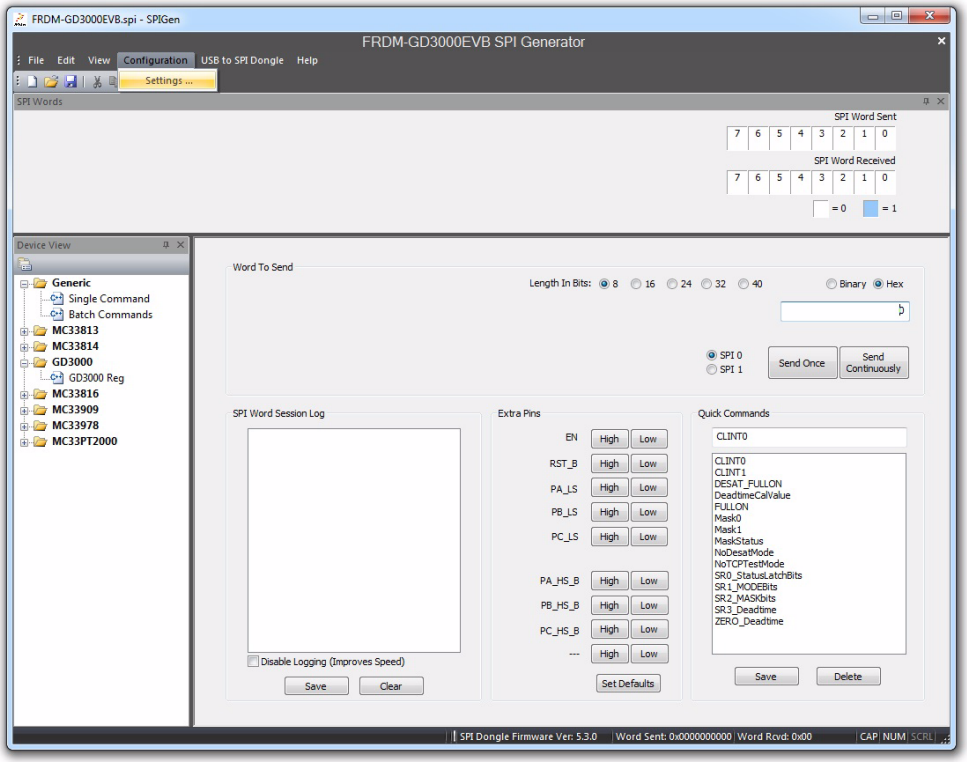
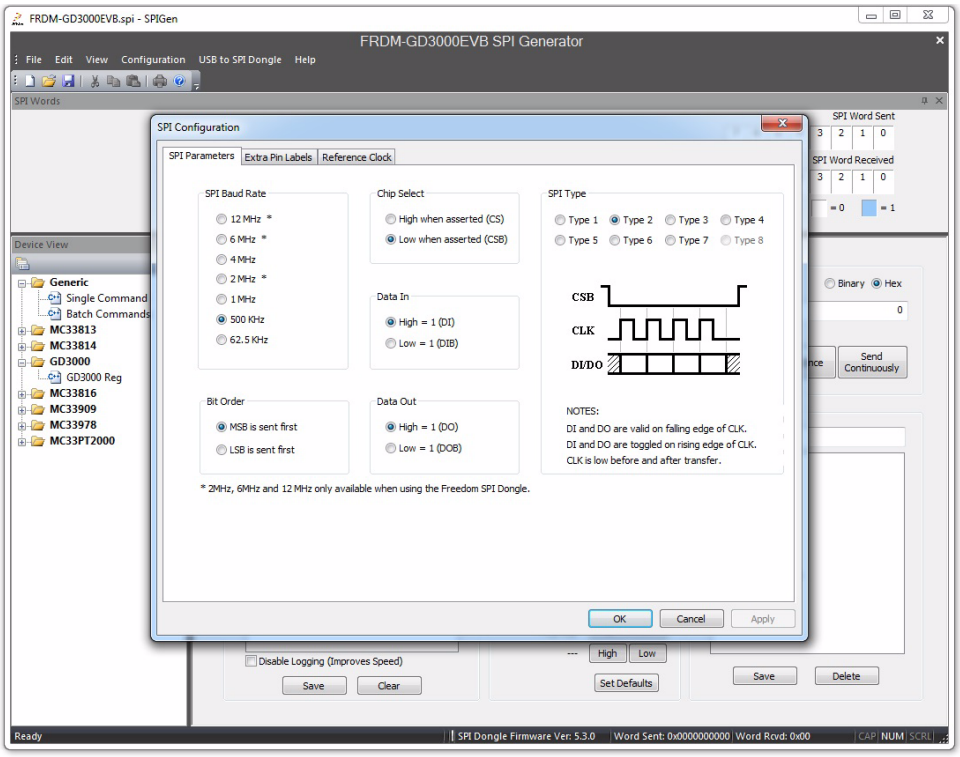

Figure 15. SPIGen settings
Figure 16. SPIGen SPI Type and other settings
4. Under **Settings** (Figure 15), make sure the configuration of the SPI protocol is correct. The GD3000 uses **Type 2** (Figure 16).